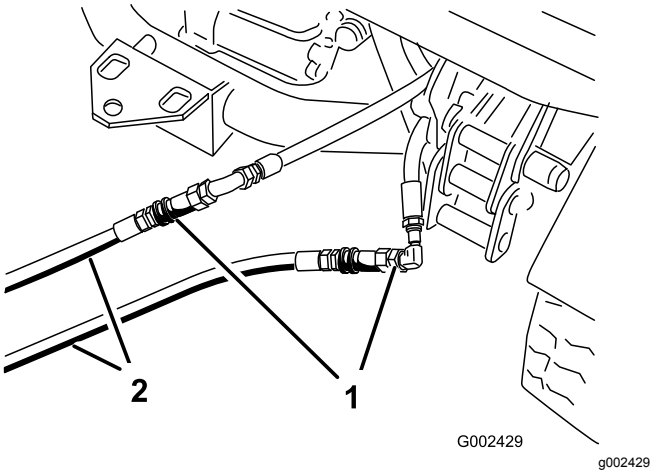

Figur 74
3. Koble de to forbindelsesslangene på den deaktiverte maskinen til slangene som ble koblet fra (Figur 74).